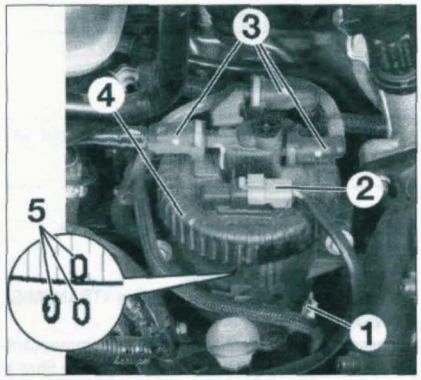

FIGURE 1-20
• Ouvrir la vis de purge (1) **(figure 1-20)**.
- le connecteur du réchauffage du combustible (2) **(figure 1-20)**.
• Déposer les canalisations sur le boîtier de filtre à combustible (3).
• Desserrer la bague écrou (4) à l'aide d'une clé à sangle **(figure 1-20)**.
À la repose, veiller au bon positionnement du couvercle (ne pas dépasser le repère de peinture (5) maxi lors du serrage). Pour la purge en air, mettre et couper le contact plusieurs fois de suite, puis contrôler l'étanchéité du circuit. Pour la purge en eau ouvrir la vis de purge et laisser s'écouler le combustible chargé d'eau **(figure 1-20)**.